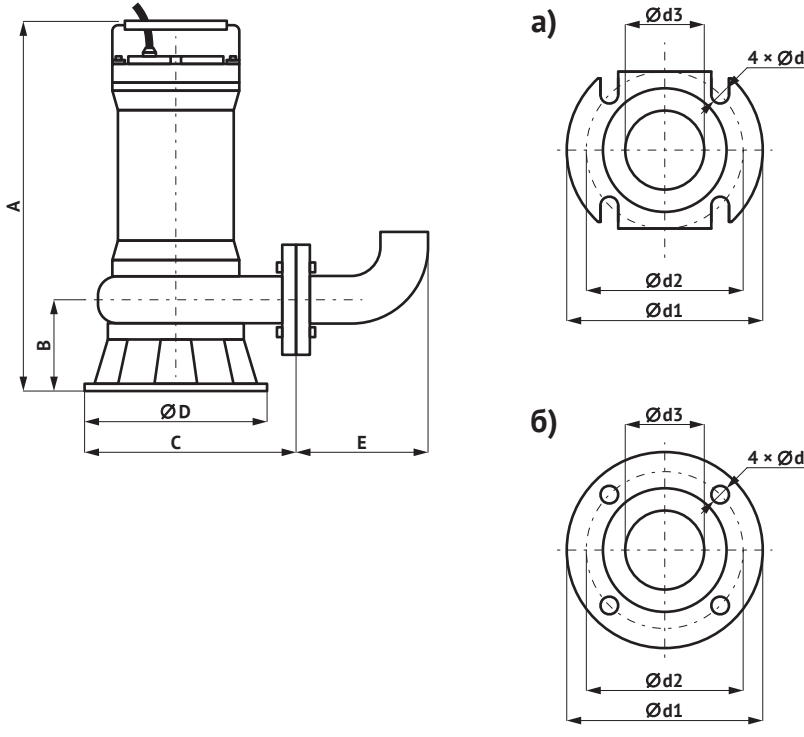

**Рис. 1**
**Примечание.** На рис. 1 показаны формы присоединительных фланцев насосов мощностью 0,75–4 кВт (а) и 5,5–7,5 кВт (б).